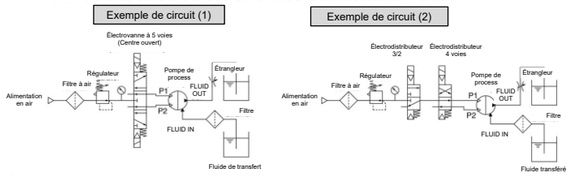

Fig. 3 : exemples de circuits actionnés par air
< **Démarrage et arrêt** > Reportez-vous aux exemples de circuits [Fig.3].
Note 2 : Pour l'électrodistributeur, utilisez une vanne 5 voies à centre ouvert, ou une combinaison d'une vanne 3 voies normalement fermé et une vanne 4 voies. Si l'air dans la chambre de pilotage n'est pas refoulé lorsque la pompe est arrêtée, la membrane serait alors sujette à la pression et sa durée de vie serait réduite. Voir les exemples de circuits (1) et (2) [Fig.3].